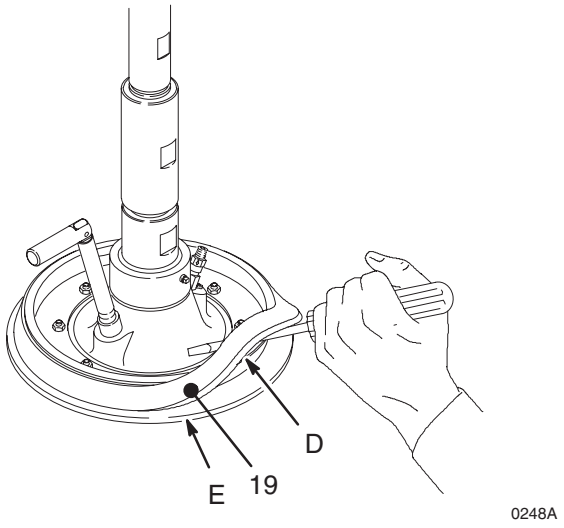
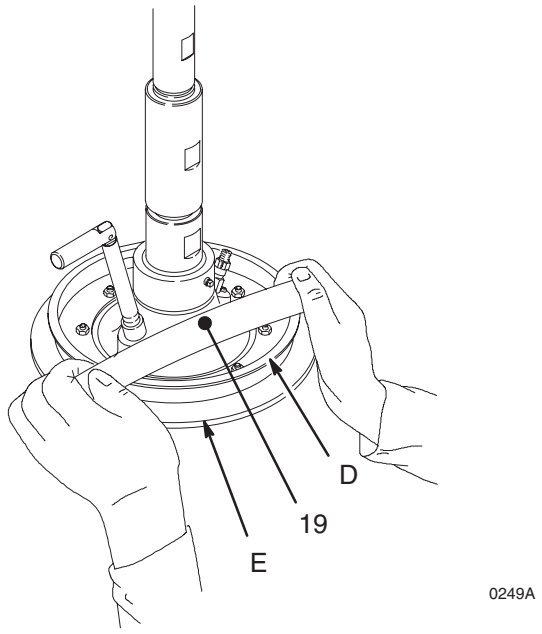
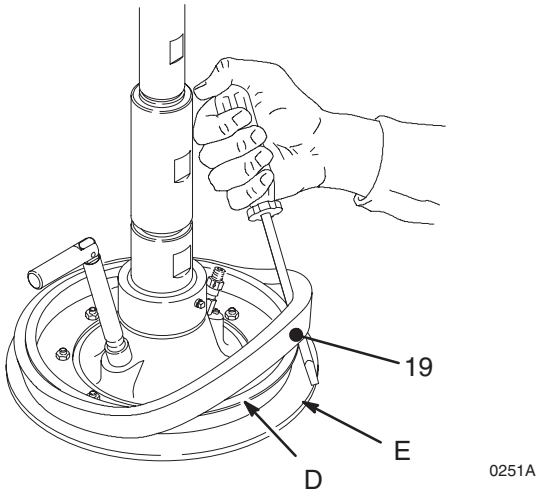

Fig. 2
Fig. 3
Fig. 4
a. ***Para utilizar el plato seguidor con latas de paredes no rectas,*** es necesario desmontar el espaciador grande (19). *Trabajando desde la parte inferior,* utilice un destornillador para aflojar el espaciador. Mueva éste hacia arriba hasta que sobrepase completamente la brida (D) del plato seguidor. Vea la Fig. 2. A continuación, con la mano, incline el espaciador y sáquelo del plato, tirando de él hacia abajo hasta pasarlo sobre la brida y los seguidores inferiores (E). Vea la Fig. 3. Guarde el espaciador, pues será necesario en otras aplicaciones.
b. ***Para volver a instalar el espaciador cuando utilice el plato con latas de paredes rectas,*** asegúrese primero de que el diámetro grande del espaciador (19) esté dirigido **hacia abajo.** Mueva a mano el espaciador hacia arriba, pasándolo sobre el plato espaciador, de forma que sobrepase completamente la brida (D) del plato seguidor. Vea la Fig. 3. A continuación, *trabajando desde la parte superior,* utilice un destornillador para colocar el espaciador entre la brida (D) y los seguidores (E). Vea la Fig. 4.
4. Conecte un tubo de nylon de 610 mm, con un D.E. de 6,3 mm (1/4 pulg.) (F) provisto de un racor de 1/8 npt(f) (H) desde el racor (G) del tubo del aire de asistencia del ‘ram’ hasta la válvula de retención (21) del aire de asistencia del plato seguidor.
⚠1 Para utilizar los platos modelos 222812 y 235516 con latas de superficies no rectas, el espaciador (19) debe ser desmontado. Vea la página 6, y las Figs. 2–4.